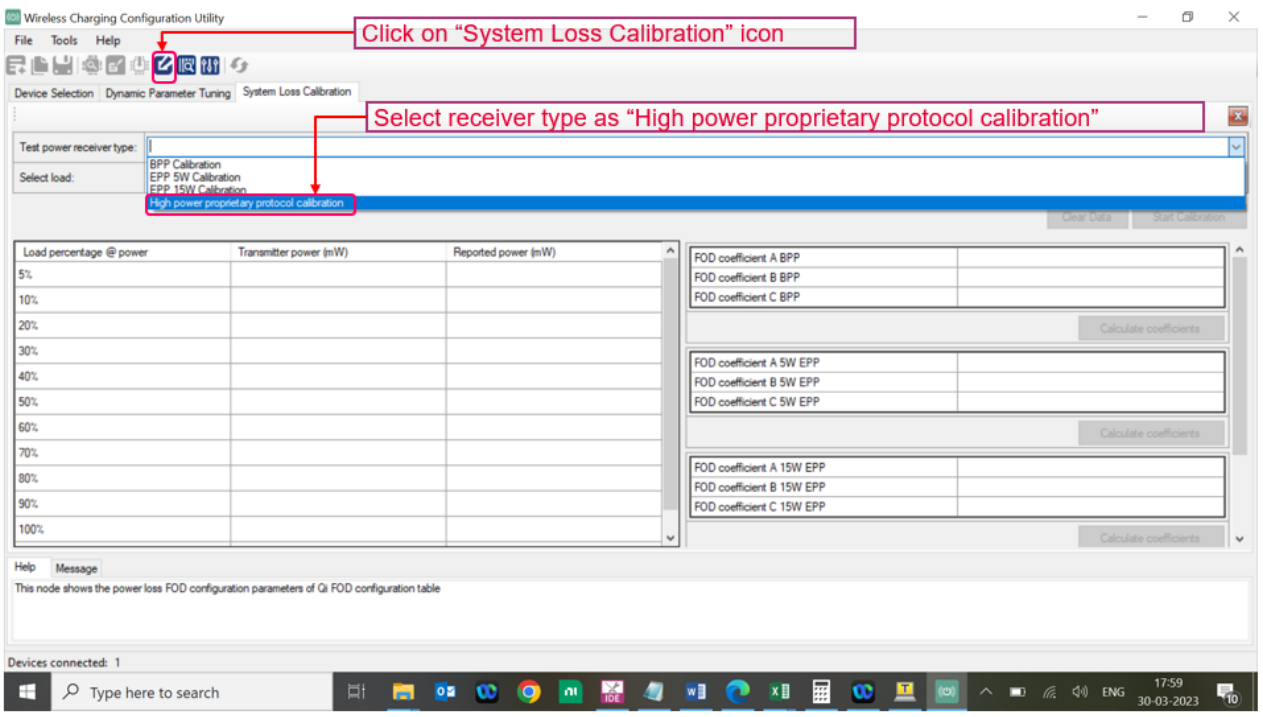

Figure 30 Selecting power loss calibration
9. Go to the “System Loss Calibration” tab and select the “High power proprietary protocol calibration” from the “Test power receiver type” drop-down menu (refer to **Figure 30**).